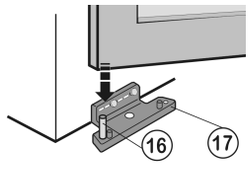

Fig. 17
- At the bottom, place the door on the bearing pin *Fig. 17 (16)*.